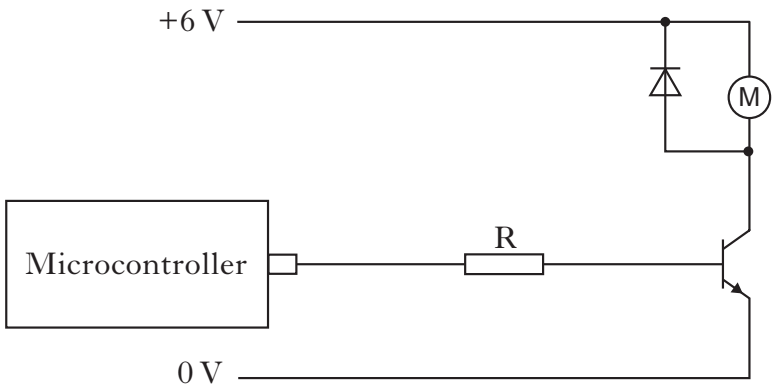

Figure Q6
6. A microcontroller controls a motor via the transistor driver shown in Figure Q6.
(*a*) Describe the purpose of the diode in Figure Q6. **2**
The single transistor shown in Figure Q6 is replaced by a Darlington Pair.